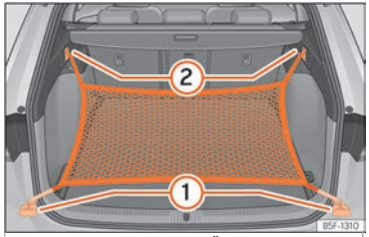

Abb. 133 Im Gepäckraum: Ösen ① und Haken ② zum Einhängen des Gepäckraumnetzes.
- Hängen Sie die kurzen Haken des Netzes in die Verzurrösen ››› Abb. 133 ① ››› ⚠ ein. Der Reißverschluss des Gepäckraumnetzes muss dabei nach oben zeigen.
- Befestigen Sie die Spanngurte in den Taschenhaken ②.